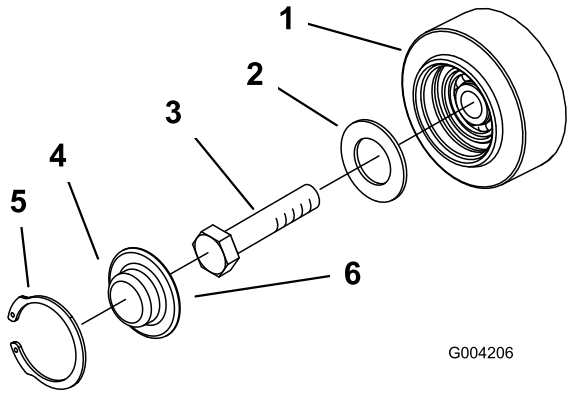

Figuur 49
3. Verwijder de snapring en dop van een wegwiel (Figuur 49).
4. Controleer het smeervet onder de dop en rond de pakking (Figuur 49). Als er geen vet is of als het vet vuil of zanderig is, verwijder dan al het vet, vervang de pakking en breng nieuw smeervet aan.
6. Plaats de ingevette wegwieldop op de kop van de bout (Figuur 49).
7. Zet de wegwieldop vast met de snapring (Figuur 49).